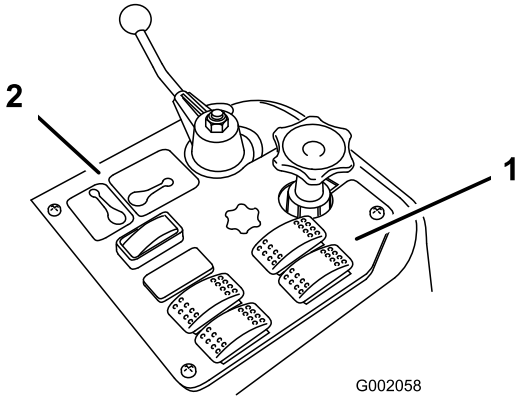
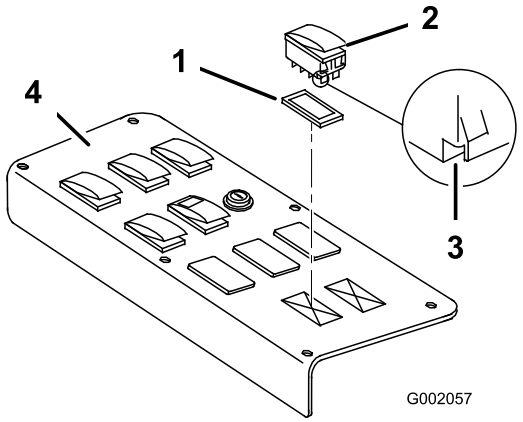

Figura 24
Figura 25
2. Retire los 2 tapones del panel de control de pulverización del vehículo e instale en su lugar los 2 interruptores basculantes suministrados (Consulte Figura 24 para el Multi-Pro 1200 y Figura 25 para el Multi-Pro 1250).
Nota: Asegúrese de que la orientación de los interruptores coincide con lo indicado en Figura 25, con la muesca orientada hacia la parte trasera del vehículo.